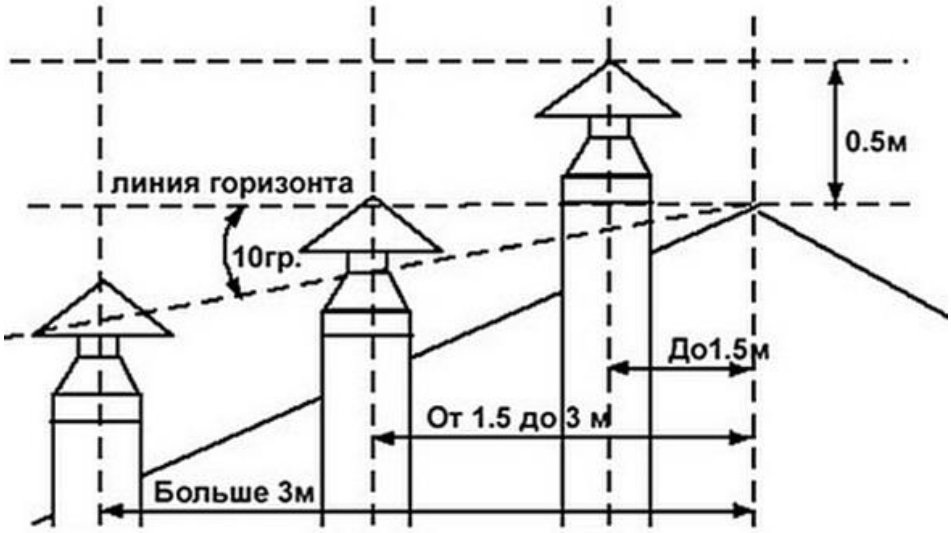

Рисунок 9 — Схема размещения дымоходов.
9.3.4 Высоту дымохода можно рассчитать, используя рисунок 9.